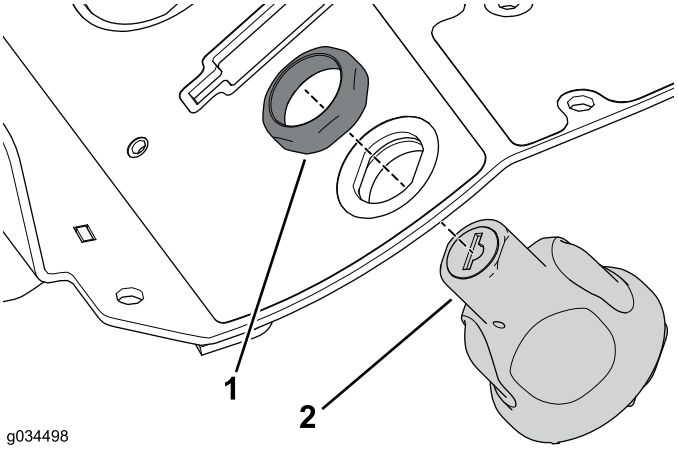

Figura 13
4. Rimuovete il dado di fissaggio sull'interruttore di accensione per rimuoverlo dal gruppo consolle (Figura 13).